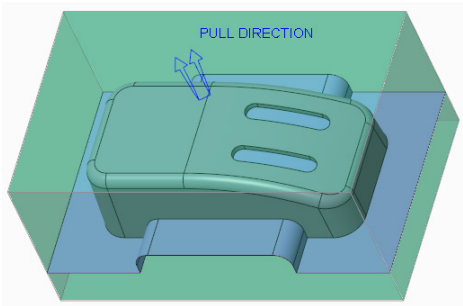

Figure 16-36 *Model after using the* ***Fill Loops*** *tool*
5. Choose the **Fill Loops** tool from the **Surfacing** group of the **Parting Surface** dashboard; the **Fill Loops** dashboard is displayed. Next, select all the inner edges of both the slots by pressing the CTRL key in the **Chain** Collector from the drawing area and choose the **OK** button; slots are filled with surface, as shown in Figure 16-36.
6. Choose the **OK** button from the **Controls** group of the **Parting Surface** dashboard; the parting surface is created, refer to Figure 16-36.